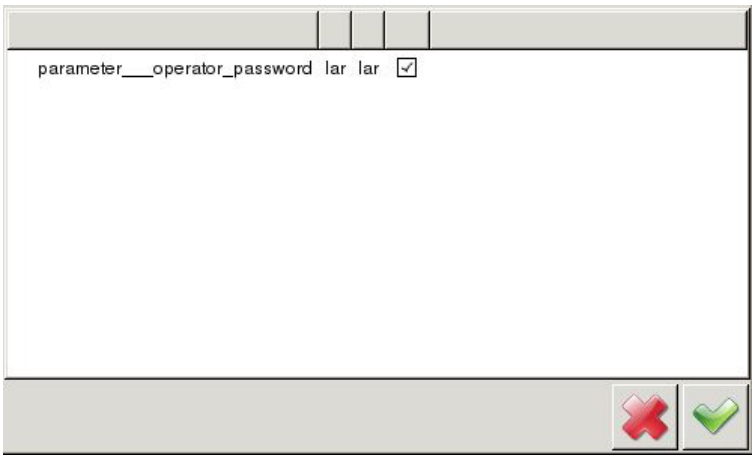

Fig. 42: Saving operation- part2 (example)
- a new window comes up in the middle of the screen (see Fig. 42:).
- In the window (Fig. 42:) two values are displayed. The first value is the prior value and the second value is the new value.